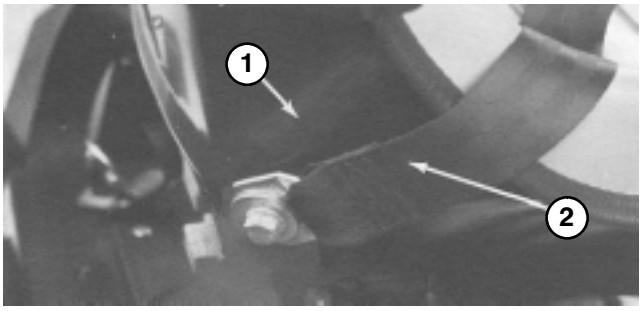

Figure 11
1. Install seat belt to holes in back of seat with (2) 7/16–20 x 1" lg. capscrews and 7/16 lockwashers. Tighten securely. Latch side of belt to be mounted to left side of seat (Fig. 11).